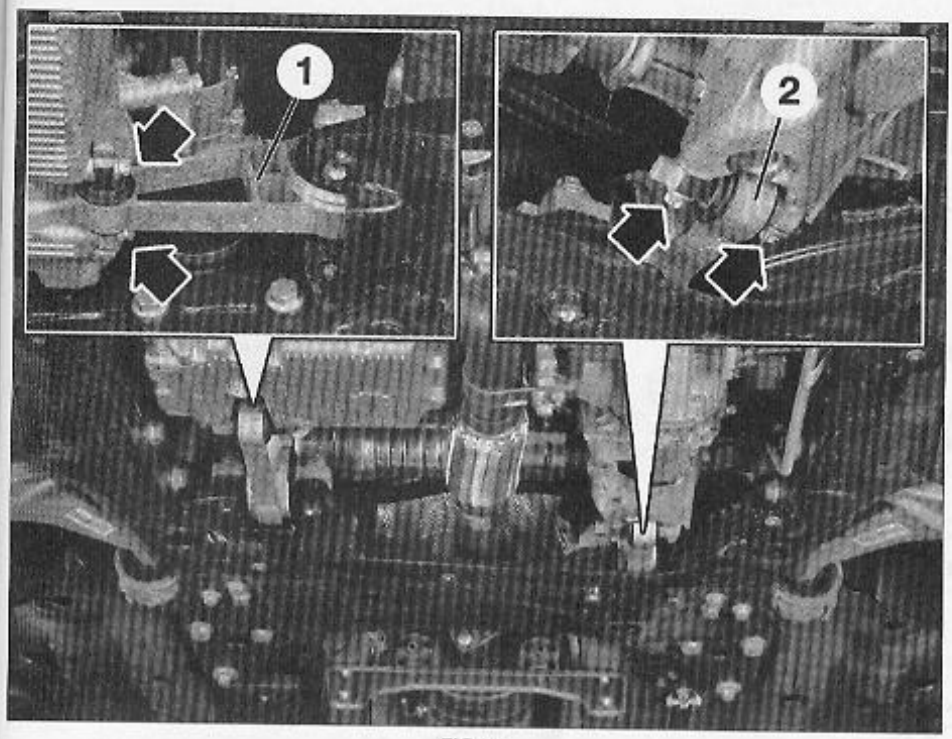

FIG. 8
• Déposer les tirants (1) et (2) **(Fig.8)**.